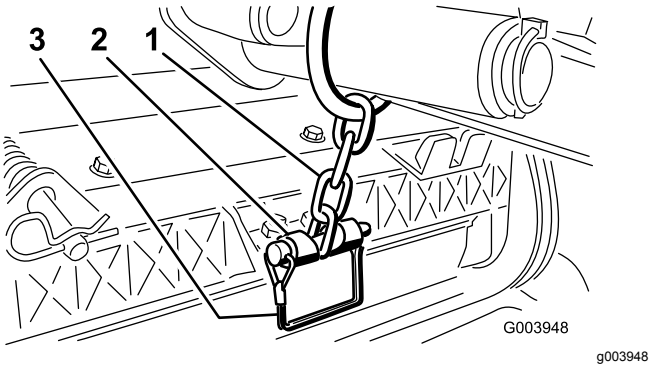

Figur 10
11. Fastgør løftearmskæden til kædebeslaget med låsestiften (Figur 10).